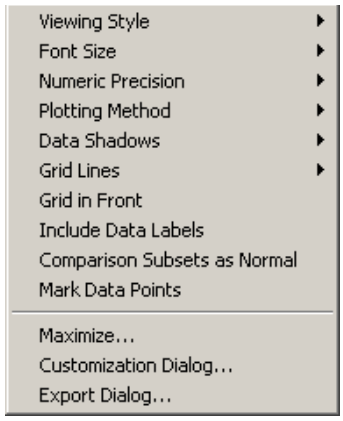

Figure 5-52. Graph Menu Items
1. Right-click anywhere in the graph on the **Standards** tab. The **graph** menu opens. See Figure 5-52.